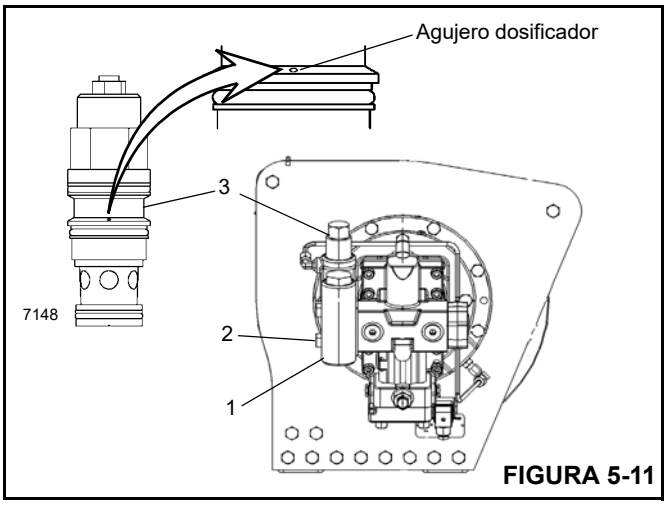

FIGURA 5-11
1. Retire la manguera y el bloque de válvula equilibradora (1) del conjunto del motor (Figura 5-11).
2. Para retirar el bloque de válvula equilibradora (1), suelte y retire los 4 pernos (2).
3. Retire la válvula equilibradora (3) del bloque (1) e inspeccione el agujero dosificador pequeño en el costado de la válvula de cartucho para comprobar que no está obstruido. Revise los anillos “O” para asegurar que no estén cortados ni aplastados.